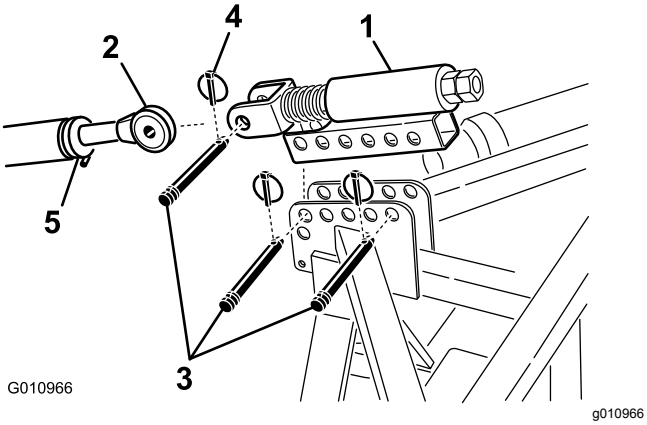

Figur 9
1. Montera den fjäderbelastade topplänken på luftarens fäste med två länkpinnar och hjulsprintar (Figur 9)
2. Lossa låsmuttern på traktorns övre länk. Justera den övre länkens längd tills den är inriktad mot sprinten på den fjäderbelastade topplänken på luftaren (Figur 9).
3. Anslut traktorns övre länk till sprinten på den fjäderbelastade topplänken och säkra den med en länkpinne och hjulsprint (Figur 9).
6. Rotera den övre länken tills fjädern har pressats samman med ca 13 mm (Figur 9).